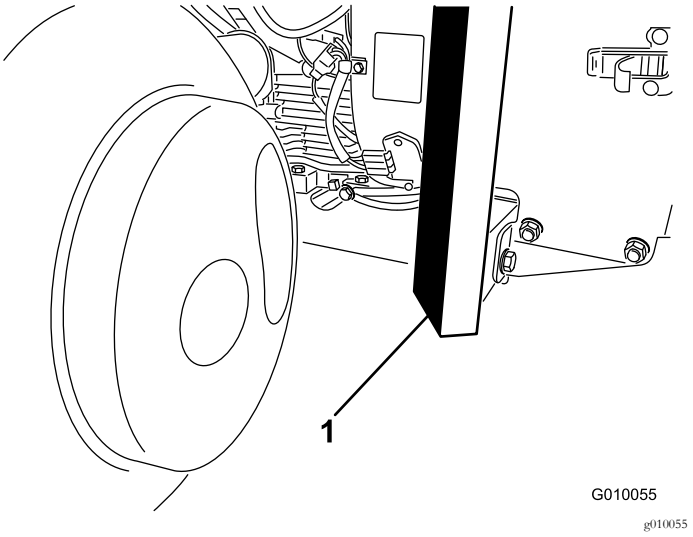

Rysunek 40
3. Ustaw dźwignik bezpiecznie pod przodem ramy (Rysunek 40).